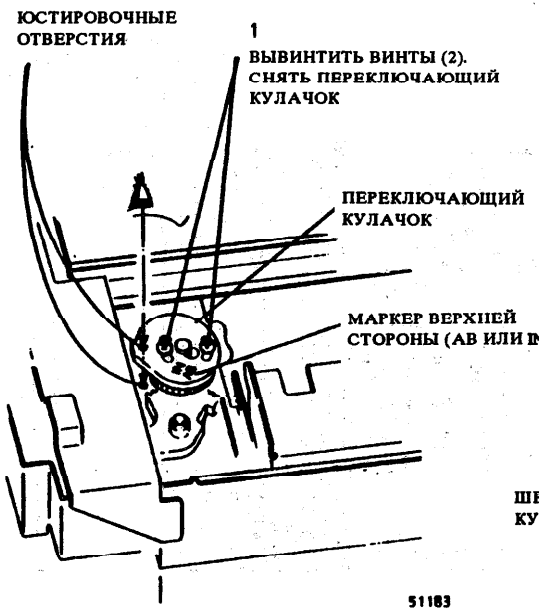

Рис. 1. Снятие переключающего кулачка
2. (Рис. 1) Снять переключающий кулачок.